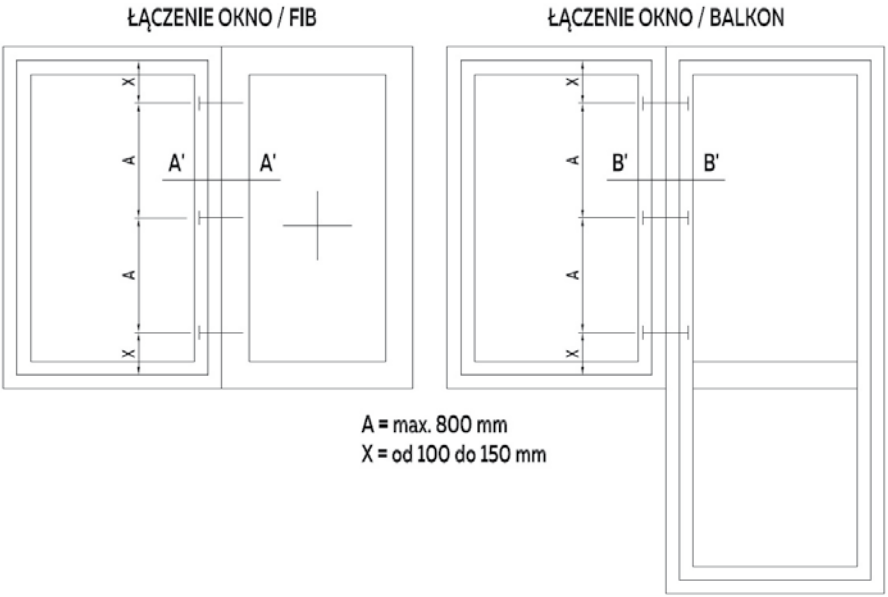
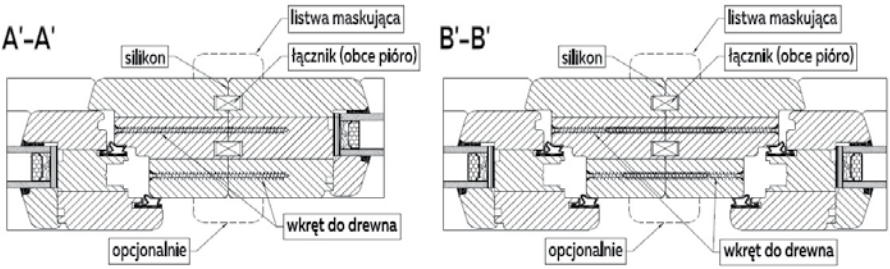

Rys. 11. Schemat łączeń okien i drzwi w zestawy
Rys. 12. Zalecane przykładowe łączenia okien i drzwi
18. **Łączenie okien i drzwi w zestawy** może być wykonane na tzw. „obce pióro" umieszczone we wrębach stojaków ościeżnic na całej wysokości, uszczelnione silikonem i połączone wkrętami w rozstawie nie większym niż co 800 mm, schematy (rys. 11 str. 12), przekroje (rys. 12 str. 12). W podobny sposób budowane są zestawy poziome.